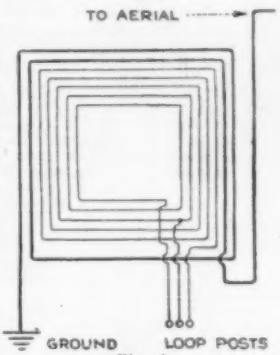

Fig. 3
Q. **I have built the Superheterodyne Eight, and am getting good results but would like to experiment with an outside aerial. How can I use an outside aerial with this set?** A. You can use a small indoor aerial or an outside aerial with this receiver if you wind two turns of loop wire around the outside of your loop, connect one end to the aerial and the other end to the ground; this gives you an untuned aperiodic aerial which will function well with this type of receiver. The method of winding is shown in Fig. 3.